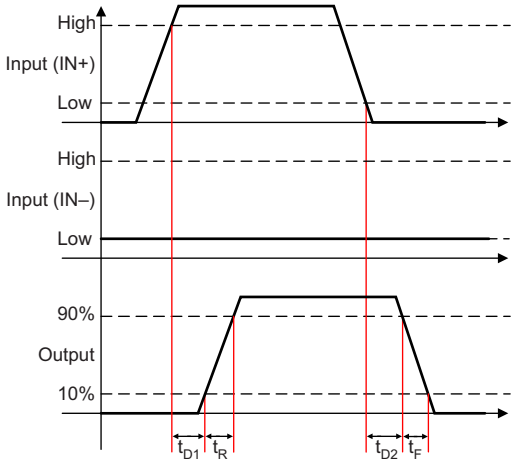
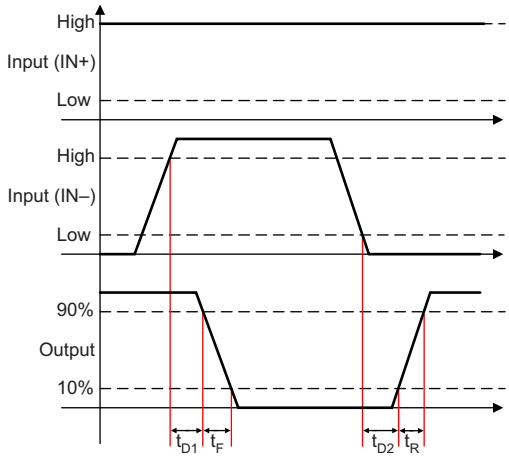

Figure 1. Noninverting Configuration (OUTH and OUTL Are Tied Together)
Figure 2. Inverting Configuration (OUTH and OUTL Are Tied Together)
(1) See Figure 1 and Figure 2 timing diagrams.